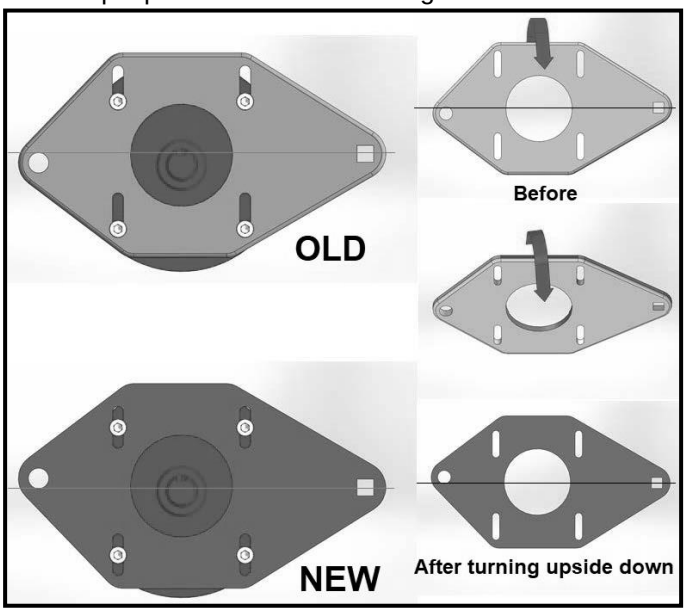

Fig. 3
5. Tournez la plaque du moteur à l'envers comme indiqué à la Fig. 3, de « OLD » à « NEW ».
6. Fixez le moteur avec la plaque du moteur au milieu des quatre fentes de la plaque du moteur en serrant les quatre vis à six pans creux comme indiqué par « NEW » dans la Fig. 3.